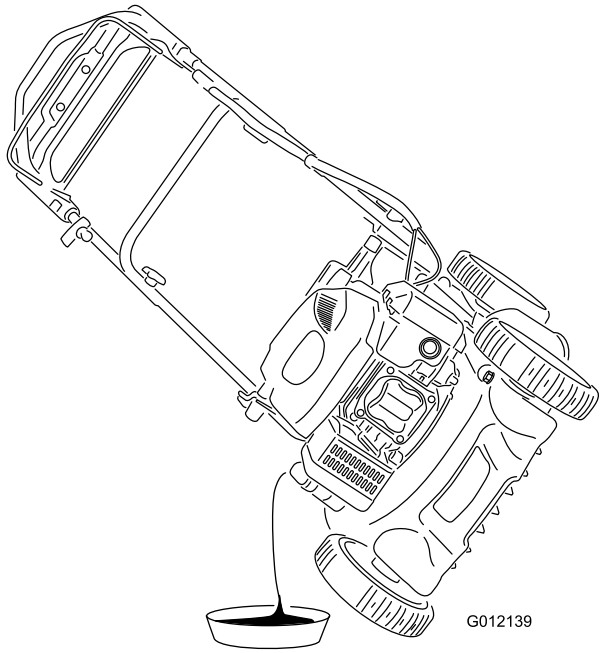

Figuur 20
4. Kantel de machine op de zijkant (met de peilstok omlaag) om de gebruikte olie via de vulbuis in een opvangbak te laten lopen (Figuur 20).